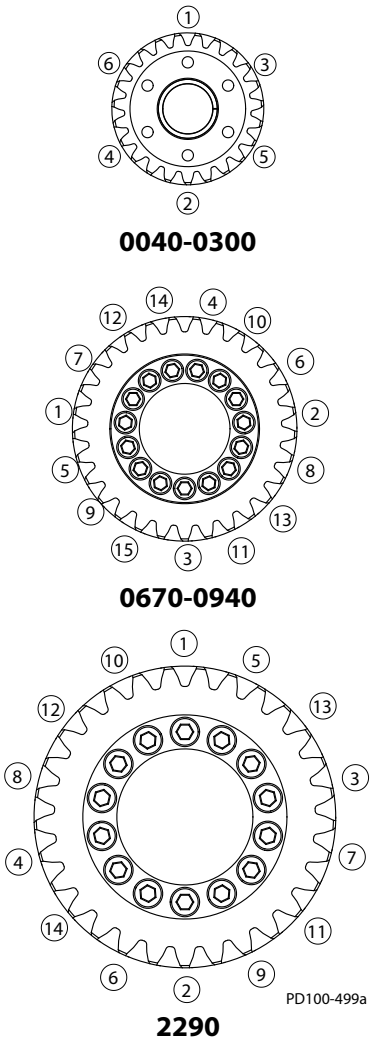

Figura 62 - Schemi di serraggio delle viti
5. Seguendo una sequenza diametralmente opposta, serrare le viti secondo il valore indicato nella Tabella 10 per il "Passo 1". Non ruotare la vite più di 1/4 di giro alla volta, per garantire che il carico del morsetto sia applicato uniformemente. I modelli suggeriti sono riportati nella Figura 62 ed elencati per numero di modello.